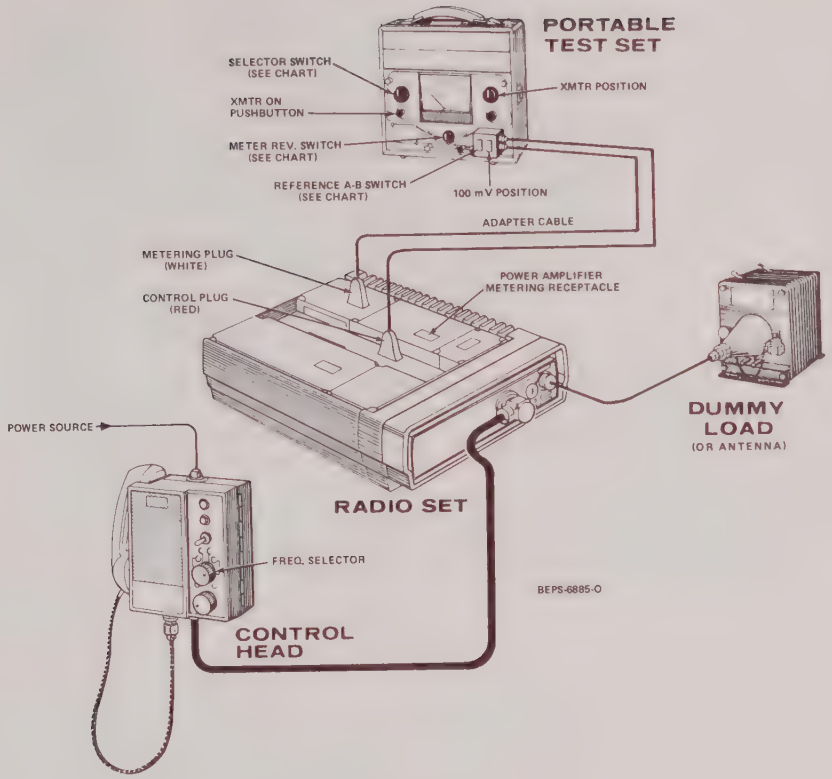

Figure 6.
To make the measurements, the portable test set must be connected to the radio set as shown in Figure 6 and listed in the following procedure.
(b) Procedure (Refer to Figure 6)
1. Connect the equipment as shown in Figure 6 for test set metering except connect the "metering" plug to the power amplifier metering receptacle.